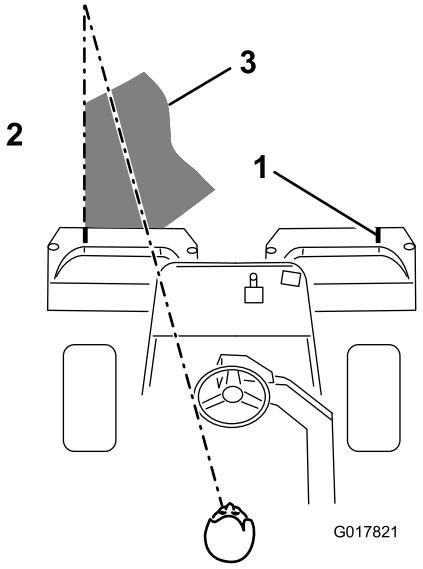

**Figuur 40**
3. Zorg ervoor dat een nieuwe maaibaan de vorige maaibaan zo weinig mogelijk overlapt. Om ervoor te zorgen dat het u gazon in een rechte lijn maait en de machine op een gelijke afstand van de rand van de vorige maaibaan blijft, moet u uitgaan van een denkbeeldige zichtlijn, ongeveer 1,8 tot 3 m vóór machine tot de rand van het ongemaaide deel van de green (Figuur 40). Sommige bestuurders vinden het handig de buitenrand van het stuurwiel deel te laten uitmaken van de zichtlijn; d.w.z. de rand van het stuurwiel in een rechte lijn te houden ten opzichte van een punt dat altijd op dezelfde afstand van de voorkant van de machine blijft (Figuur 40).